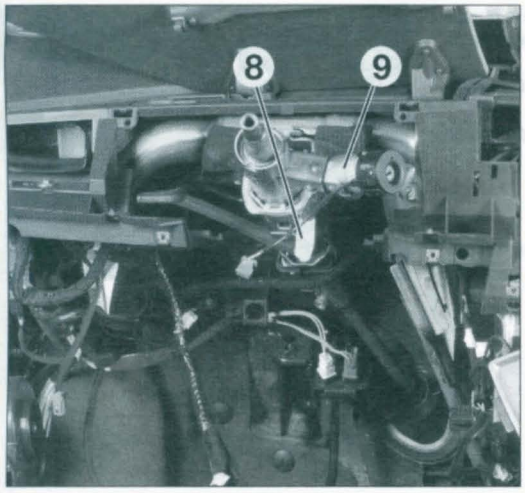
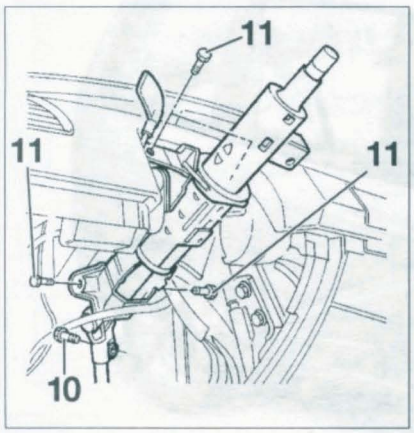

Figure 5-6
Figure 5-7
• En manoeuvrant l'habillage (1), positionner les pions (3) en face des orifices (4).
• Déposer le support d'habillage (5) et l'habillage (1).
• Débrancher le connecteur (6) de l'antivol de direction (7) et extraire ce dernier.
• Dégager le faisceau électrique (8) du contacteur à clé (9) **(figure 5-6)**.
• Dévisser la vis de bridage (10) du joint de cardan de la colonne de direction sur le boîtier.
• Déposer les fixations (11) de la colonne de direction **(figure 5-7)**.